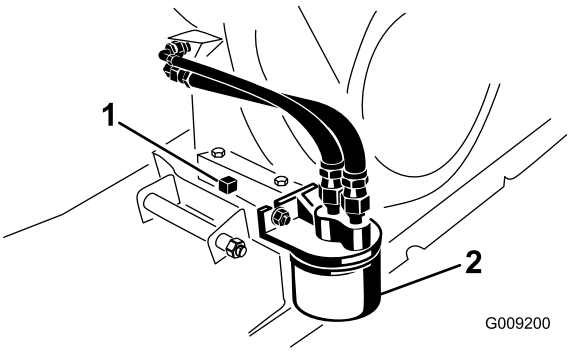

Figur 43
5. Plasser et tappefat med kapasitet på minst 1,8 liter under tappepluggen (Figur 43).
6. Fjern tappepluggen og tetningen (Figur 43).
2. Fjern det gamle oljefilteret (Figur 43).
4. Tre det nye filteret på filteradapteren til pakningen kommer i kontakt med monteringsplaten. Stram deretter filteret med ytterligere en halv til trekvart omdreining (Figur 43).